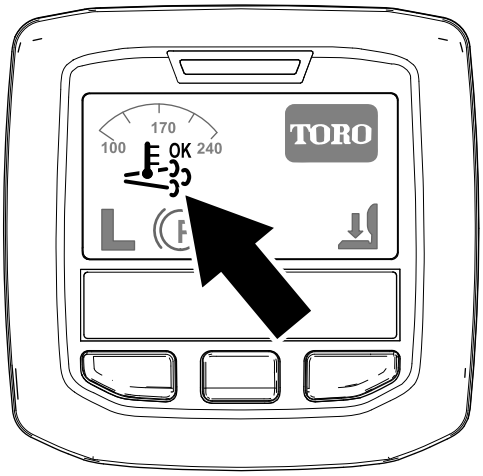

**Figuur 38**
- Het pictogram ondersteunde regeneratie verschijnt op het InfoCenter (Figuur 38).